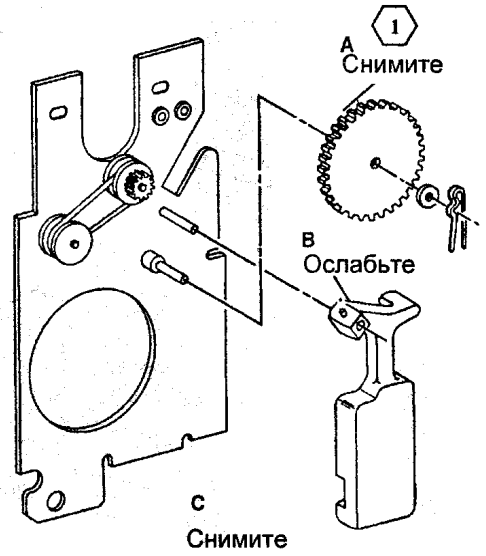

Рис. 1 Снятие передаточной шестерни и грузика
3. (РИС. 1): СНИМИТЕ ПЕРЕДАТОЧНУЮ ШЕСТЕРНЮ И ГРУЗИК.